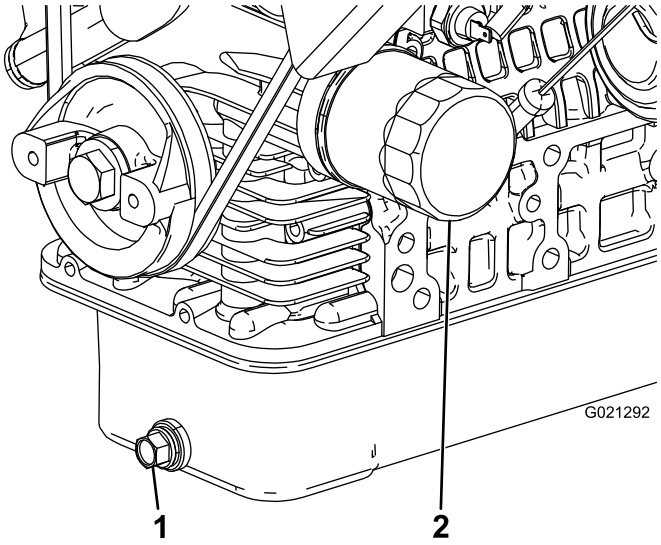

Figuur 42
2. Verwijder de aftapplug en laat de olie in een opvangbak lopen (Figuur 42). Als er geen olie meer naar buiten stroomt, plaatst u de aftapplug terug.
3. Verwijder het oliefilter (Figuur 42).